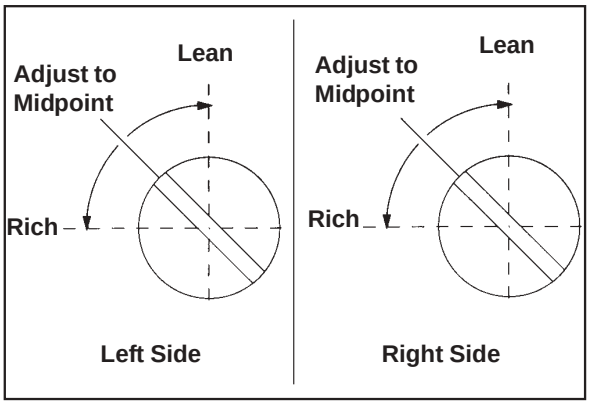

Figure 5-40. Optimum Low Idle Fuel Settings.
a. Turn one of the low idle fuel adjusting needles out (counterclockwise) from the preliminary setting until the engine speed decreases (rich). Note the position of the needle. Now turn the adjusting needle in (clockwise). The engine speed may increase, then it will decrease as the needle is turned in (lean). Note the position of the needle. Set the adjusting needle midway between the rich and lean settings. See Figure 5-40.